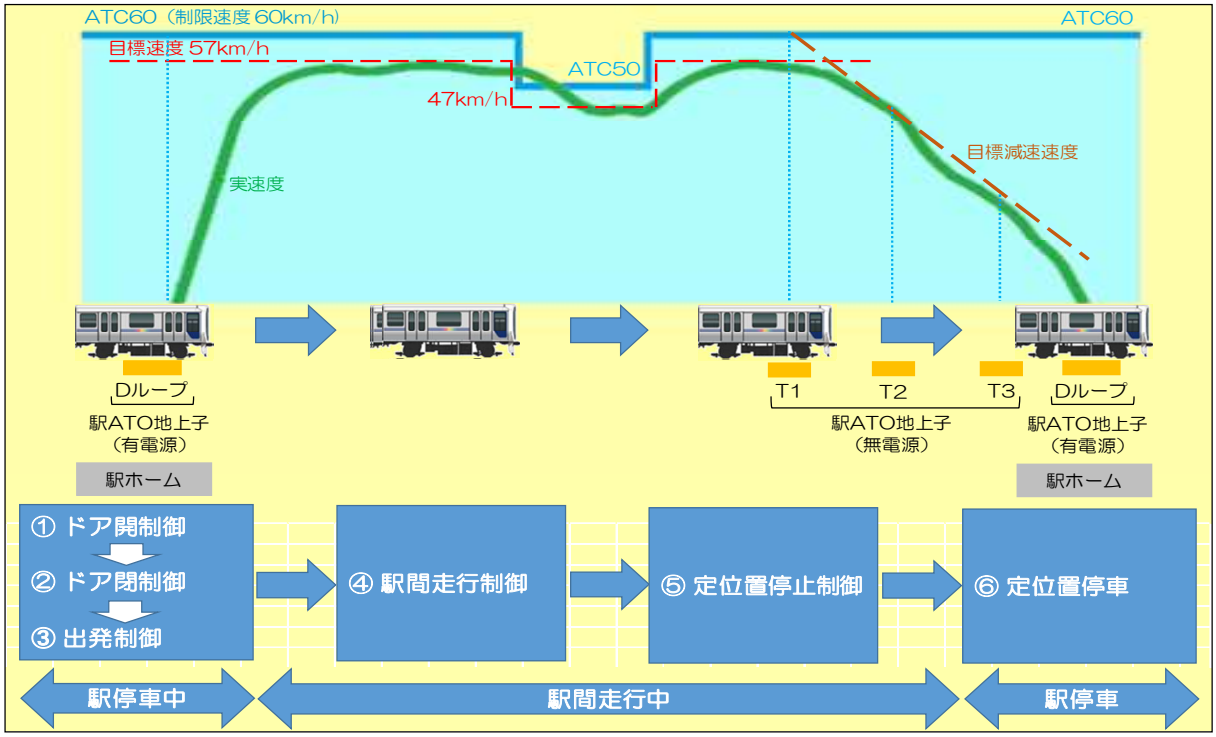

図３：自動運転の流れ
駅停車中（図３・表１における①～③、⑥）は、駅の停車位置に設置された駅 ATO 地上子（有電源）を介して駅 ATO 制御装置でドア開閉等を制御します。
また、駅間走行中（図３・表１における④、⑤）は、ATO 車上装置で加減速等を制御します。